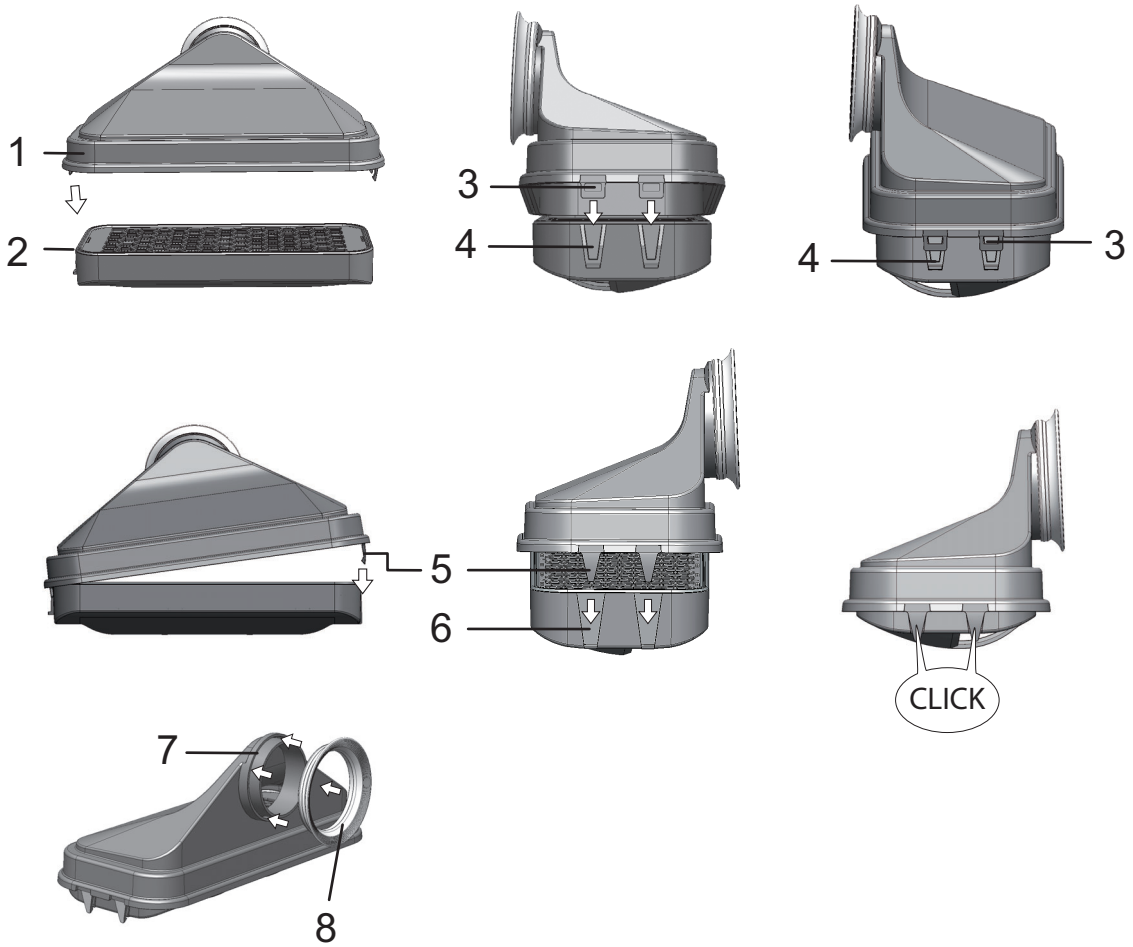

图 9-7. 安装 HEPA 过滤器
6. 转动空气盒，将空气盒左边的接片 (5/ 图 9-7) 从 HEPA 过滤器的卡槽 (6/ 图 9-7) 松开。
7. 将空气盒 (1/ 图 9-7) 的右边接片 (3/ 图 9-7) 从 HEPA 过滤器 (4/ 图 9-7) 的相应槽中拉出。
8. 将新的 HEPA 过滤器装入到空气盒 (1/ 图 9-7) 并使其啮合。